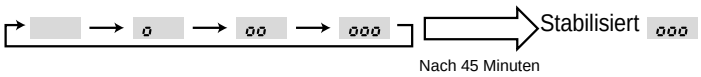

Fig. 8-3
(3) Drücken Sie zur Bestätigung der Einstellung die (FILTER) (↵) -Taste. (Fig. 8-3)